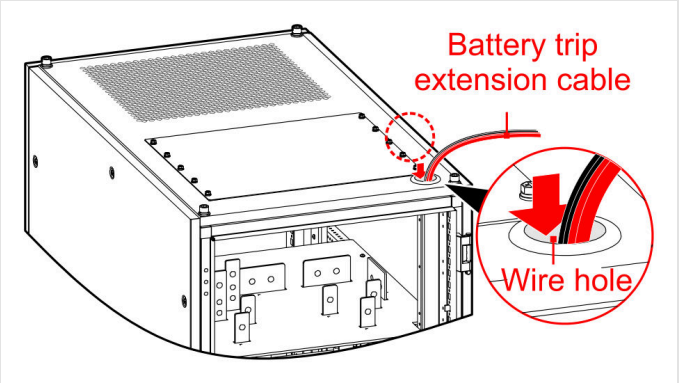
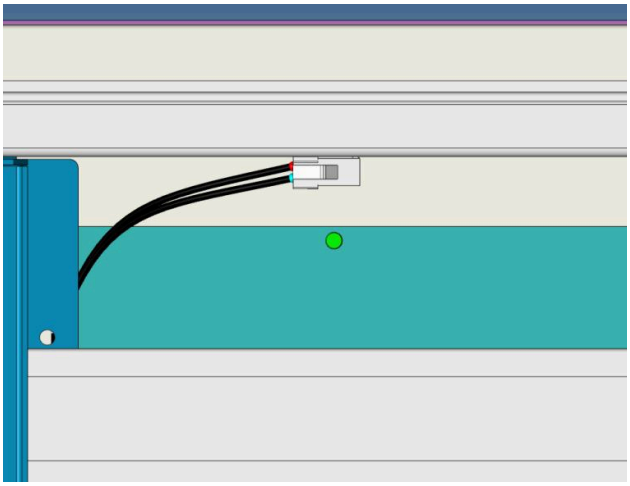

FIGURE 4-62 Battery trip extension cable through the wire hole
FIGURE 4-63 Reserved battery-trip port on the top beam
2. Pass the battery trip extension cable through the wire hole and plug it into the reserved port on the right of the top beam (Figure 4-62, Figure 4-63).